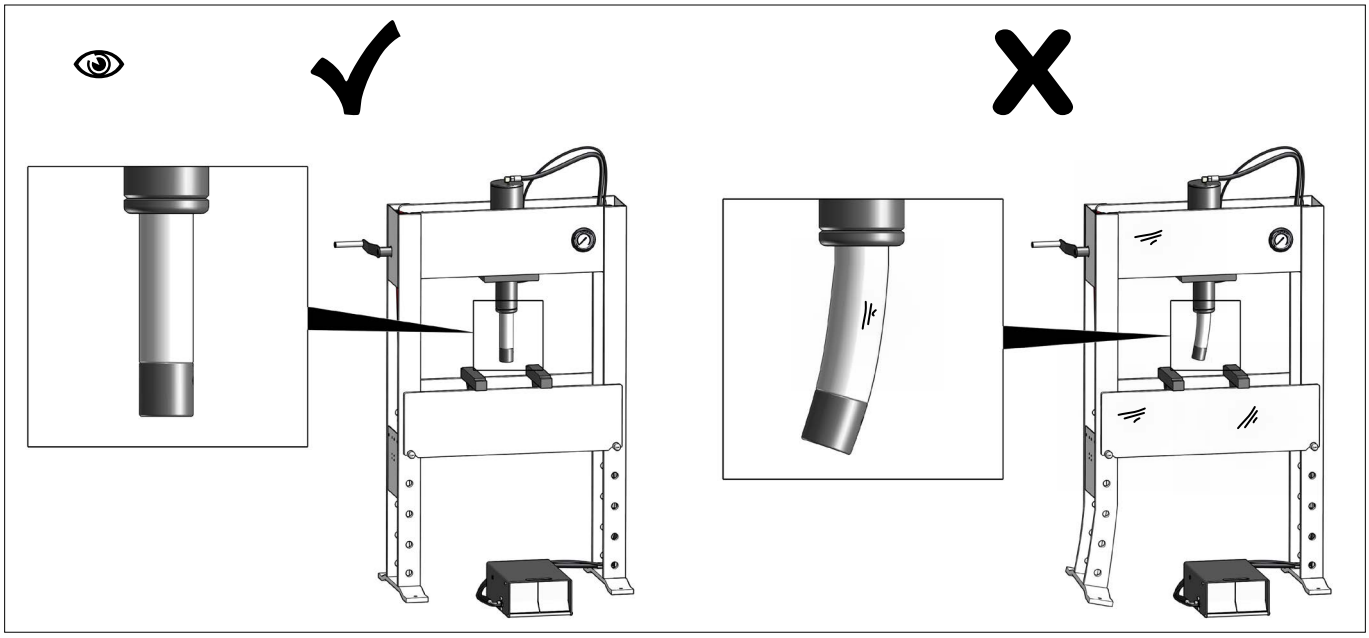

Fig.27
- Skader og unormalt slid *(Fig.27)*
- Damage, wear and tear *(Fig.27)*
- Schäden und ungewöhnliche Abnutzung *(Fig.27)*
- Dommages et usure *(Fig.27)*
- Slitage *(Fig.27)*
- Vauriot ja yleinen kuluminen *(Fig.27)*
- Schade en slijtage *(Fig.27)*
- Daños y desgaste *(Fig.27)*
- Danni e usura *(Fig.27)*